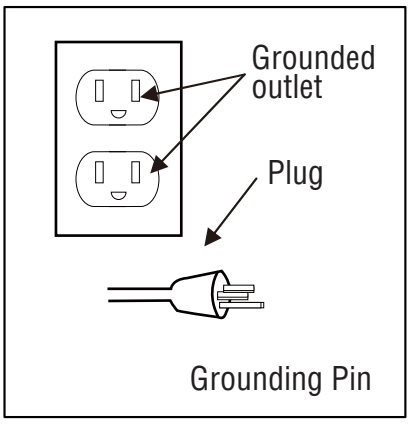

Figure 1
H. POWER CORD : This product is for use on a nominal 120-volt circuit and should be grounded. A cord with a grounding plug must be used. Make sure the product is connected to an outlet having the same configuration as the plug (see Figure 1). No adapter should be used with this product.